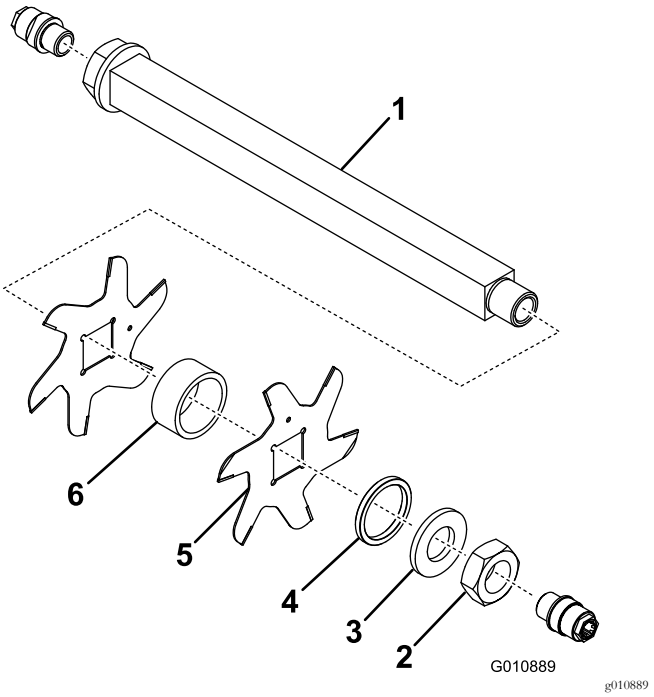

Figura 17
3. Retire o espaçador pequeno, a anilha, as lâminas e os espaçadores grandes. Limpe e lubrifique o eixo quadrado com uma leve camada de massa para facilitar montagem (Figura 17).